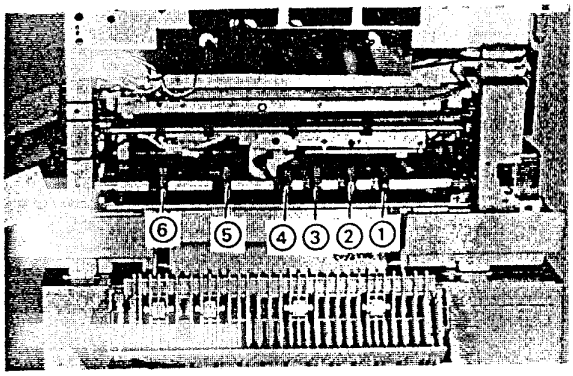

Рис. 5-24
* В случае формата **Government LTR and Korean Legal**, снять валик 1 подачи бумаги, показанный на рис. 5-24.
* В случае формата **Korean Legal-R**, снять валик 3 подачи бумаги на рис. 5-24